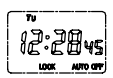

Figure 12
6.2.5 After setting, press "MD" for 5s, enter operation state, the time switch locks automatically, "LOCK" shows, and see Figure 12.